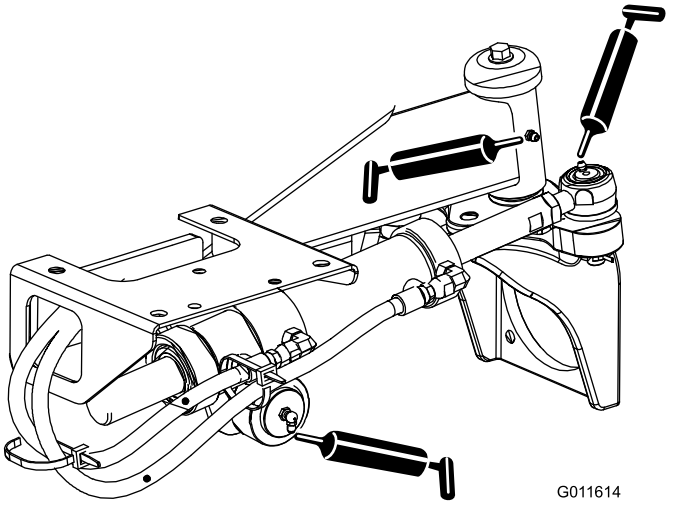

**Figura 35**
- Giunti a sfera del cilindro di sterzo (2) e assale posteriore (1) - Figura 35